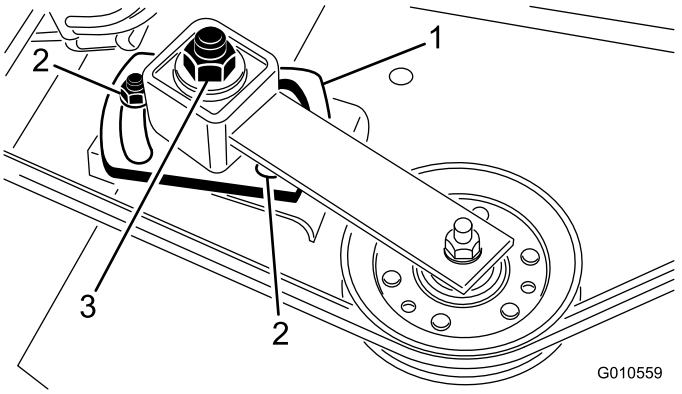

**Figure 30**
5. A l'aide d'une douille et d'une clé dynamométrique, serrez l'écrou de réglage de la poulie de tension à un couple de 47 à 54 N·m (Figure 30).